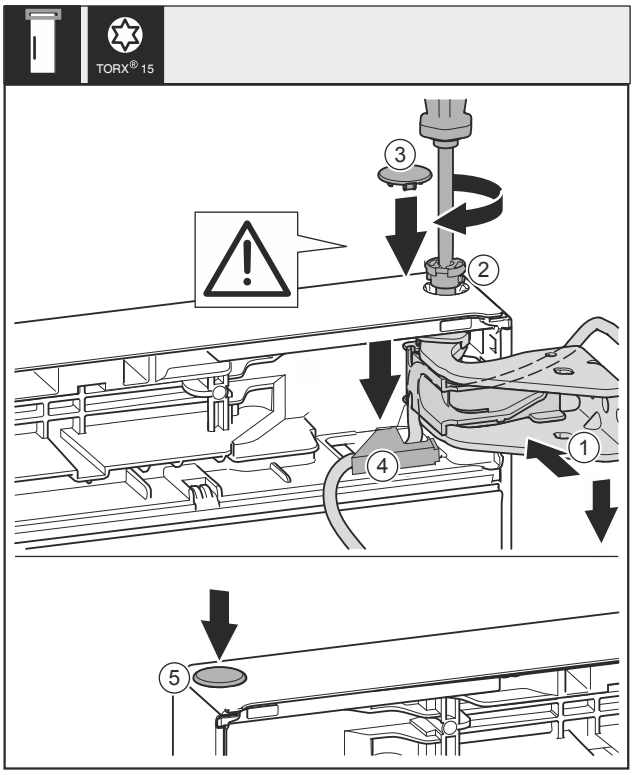

Fig. 31
▶ Tür oben zur Öffnung im Lagerbock *Fig. 31 (1)* ausrichten.
▶ Bolzen *Fig. 31 (2)* einsetzen und mit Schraubendreher festschrauben.
▶ Sicherungsabdeckung zur Sicherung der Tür montieren: Sicherungsabdeckung *Fig. 31 (3)* einsetzen und kontrollieren ob sie auf der Tür aufliegt. Ansonsten Bolzen vollständig einsetzen.
▶ Abdeckung *Fig. 31 (4)* einsetzen und nach unten drücken bis sie einrastet.
▶ Stopfen *Fig. 31 (5)* einsetzen.